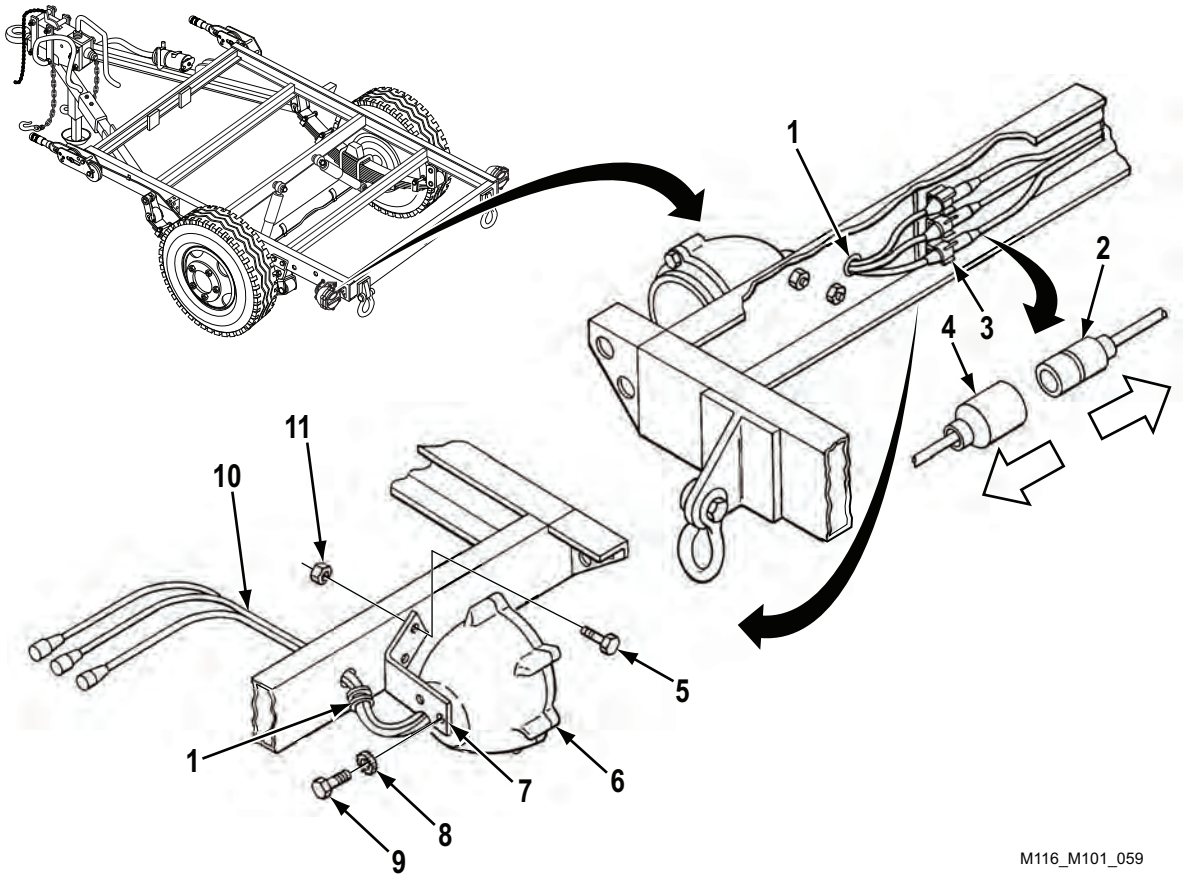

Figure 3. Stoplight Removal.
1. Pull connectors (Figure 3, Items 2 and 4) from support clip (Figure 3, Item 3).
2. Pull apart connectors (Figure 3, Items 2 and 4).
3. Remove grommet (Figure 3, Item 1) and pull cable (Figure 3, Item 10) through hole in chassis.
4. Remove two cap screws (Figure 3, Item 9), starwashers (Figure 3, Item 8), and stoplight (Figure 3, Item 6) from bracket (Figure 3, Item 7). Discard starwashers (Figure 3, Item 8).
5. Remove two nuts (Figure 3, Item 11), cap screws (Figure 3, Item 5), and bracket (Figure 3, Item 7).